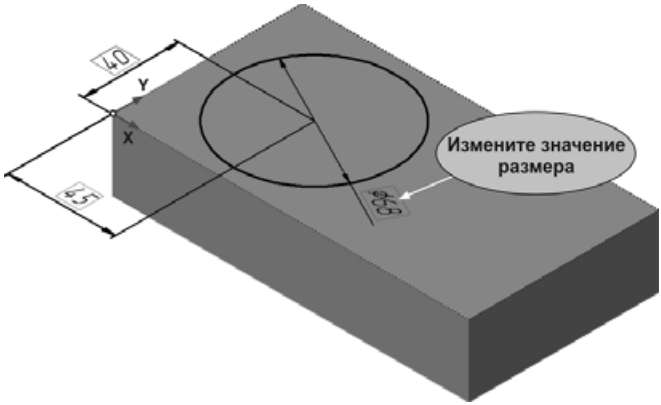

Рис. 4.33
- Войдите в режим редактирования эскиза операции и измените значение диаметрального размера (рис. 4.33).